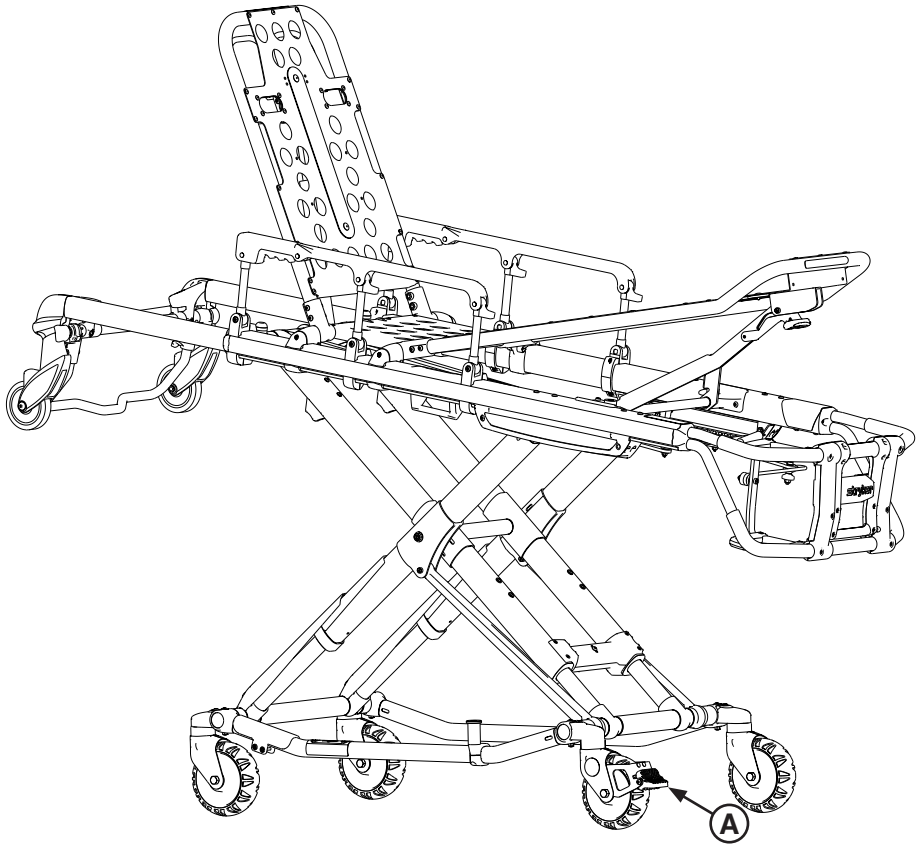

Figur 37
De valgfri hjullåse aktiveres ved at trykke pedalen (A) helt i bund som vist i Figur 37, indtil den stopper og hviler tæt op mod hjulets overflade.